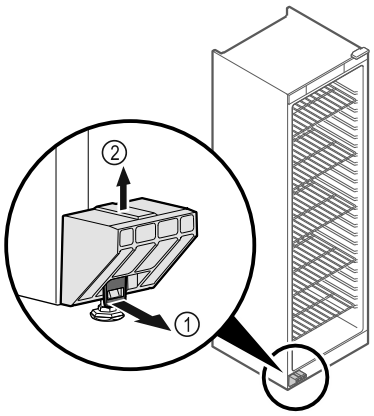

Fig. 2
- ▶ Потяните серьгу *Fig. 2 (1)* вперед.
- ▶ Снимите транспортное крепление *Fig. 2 (2)* движением вверх.